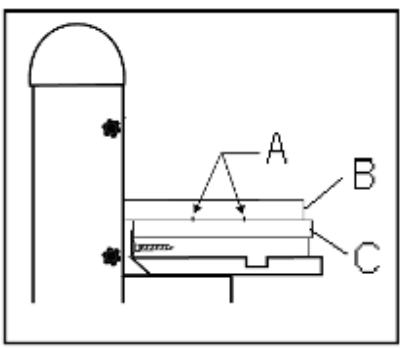

Fig 3
Pour ce ponçage, monter le dispositif de table en table de ponçage. (fig.3)
Pour les ponçages au gabarit, la pièce à usiner (B, fig 3) est fixée sur le gabarit (C) avec des clous (A).